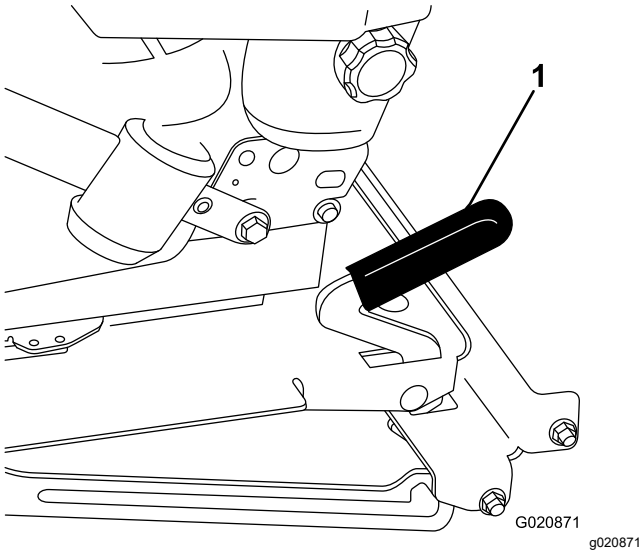

Figur 16
2. Dra låsehåndtakene forover og løft opp for å frigjøre setelåsen (Figur 16).